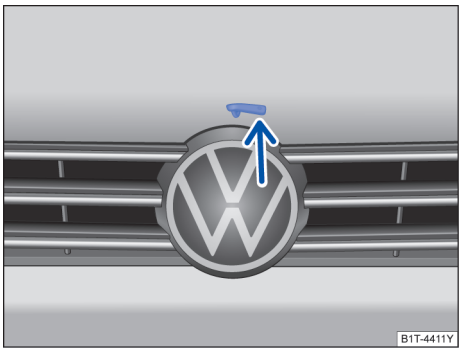

图 229 散热器格栅上方用于打开发动机舱盖的分离杆
– 沿箭头上提开启拉手 ，抬起发动机舱盖并将其打开→图 229→⚠